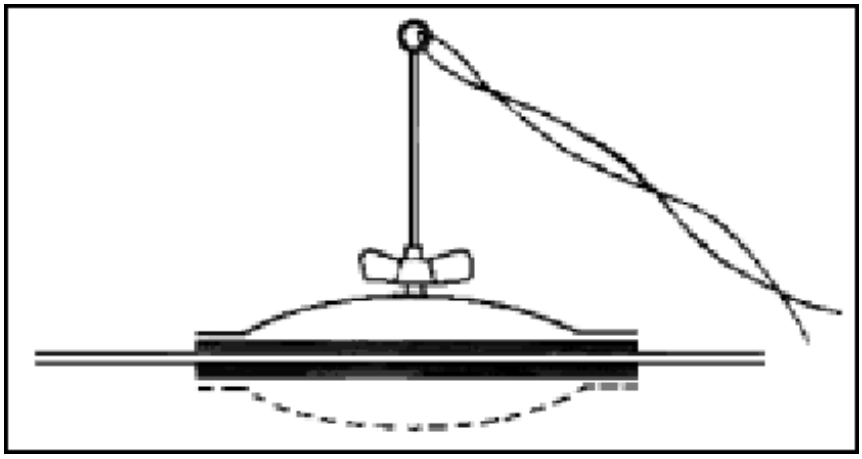

Figure 10-29. Tightening Wing
- Hold it in place and screw down the wing nut until it is tight (Figure 10-29).